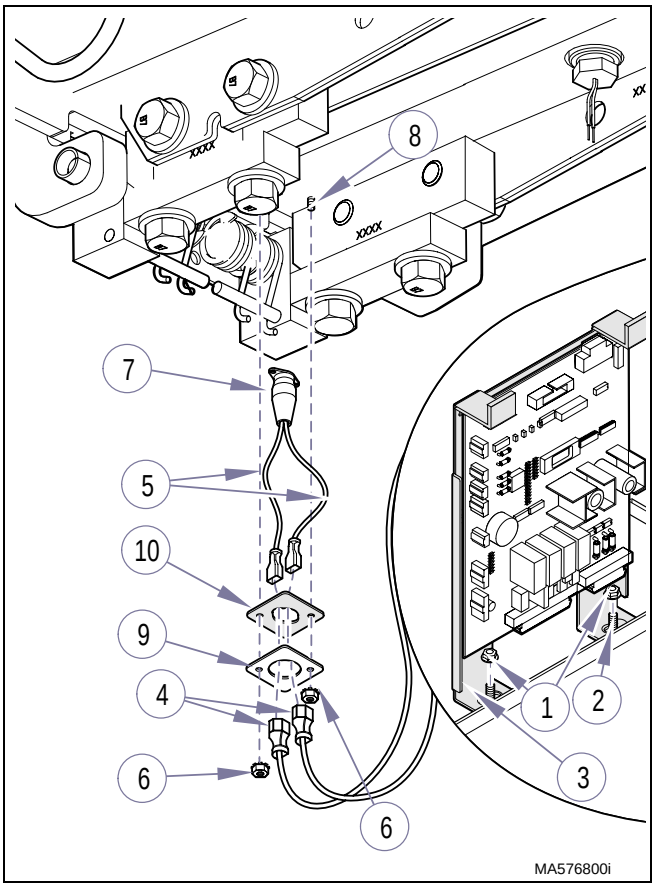

Figure 4-29. Lower Hi-Limit Switch
(1) Unplug power cord from outlet receptacle.
(2) Drain water from reservoir (Refer to para 4.7).
(3) Remove R.H. side panel (Refer to para 4.2).
(4) Lay sterilizer over onto its left side.
(5) Remove two locknuts (1, Figure 4-29) from two studs (2); then raise up PC board bracket (3) and position it out way.
(6) Tag and disconnect two wires (4, Figure 4-29) from two thermostat wires (5).
(7) Remove two locknuts (6) and thermostat assembly (7) from two studs (8).
(8) Remove thermostat clamp bracket (9) and thermostat insulator (10) from thermostat assembly (7).
The thermostat insulator (10, Figure 4-29) must be installed in its proper locations or the unit may not function correctly.
(1) Install thermostat insulator (10, Figure 4-29) and thermostat clamp bracket onto thermostat assembly (7).
(2) Install thermostat assembly (4) thermostat insulator (10) and thermostat clamp bracket (9) on two studs (6) and secure with two locknuts (6).
(3) Connect two wires (4) to two thermostat wires (5).
(4) Raise up sterilizer to upright position.
(5) Install PC board bracket (3) on two studs (2) and secure with two locknuts (1).
(6) Install R.H. side panel (Refer to para 4.2).
(7) Refill reservoir with distilled water (Refer to para 4.7).
(8) Plug power cord into outlet receptacle.